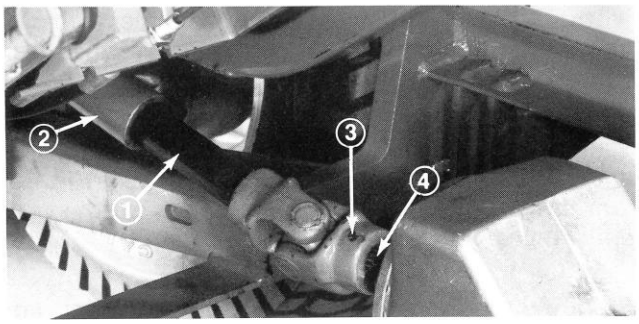

Figure 9
2. Stop engine, slide cutting unit under frame, slide male PTO shaft into female PTO shaft. Align gearcase input shaft with PTO shaft and slide together. Secure with roll pin (Fig. 9).